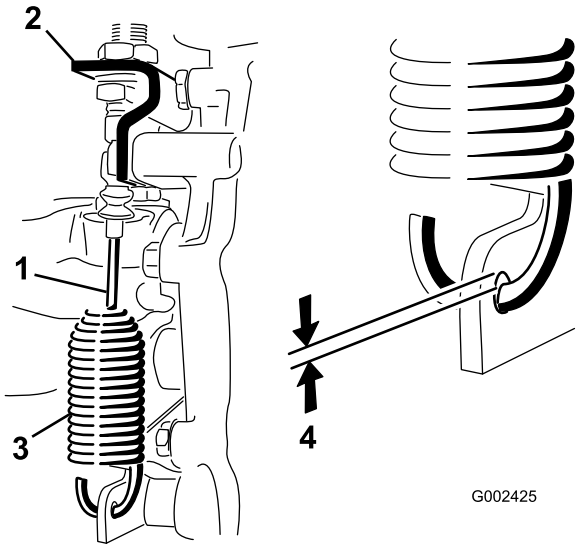

**Figur 51**
1. Fjern gaffelboltene, der fastgør kablet til højt/lavt hastighedsområde til gearkassen (Figur 51).
2. Løsn de kontramøtrikker, der fastgør differentialelåsens kabel til beslaget på gearkassen (Figur 51).